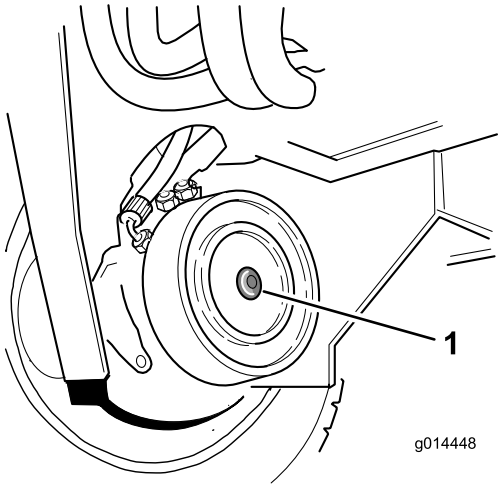

Figuur 41
2. Ga naar de schijfrem van de rechter voorwielmotor en verwijder de zeskantige plug (Figuur 41).